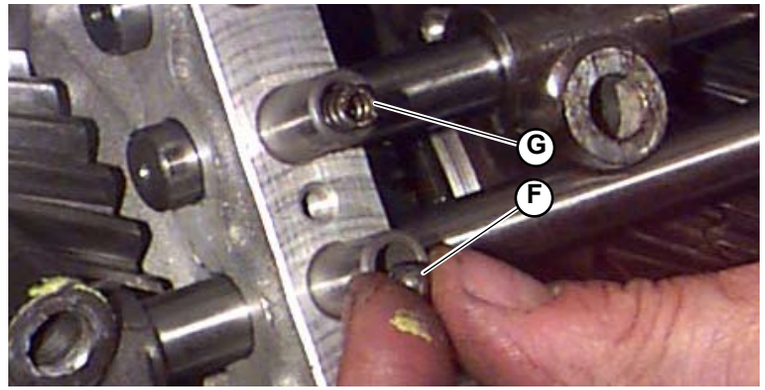

Fig.9
14. Introduce the rod retaining balls in the cover (**F-Fig.9**).
15. Introduce the rod retaining springs in the cover (**G-Fig.9**).